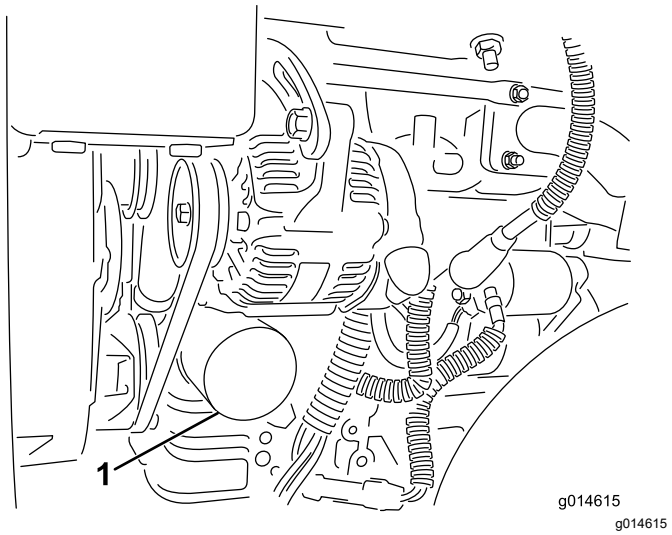

Figur 32
2. Ta av oljefilteret (Figur 32). Stryk et tynt lag med ren olje på den nye filterpakningen.